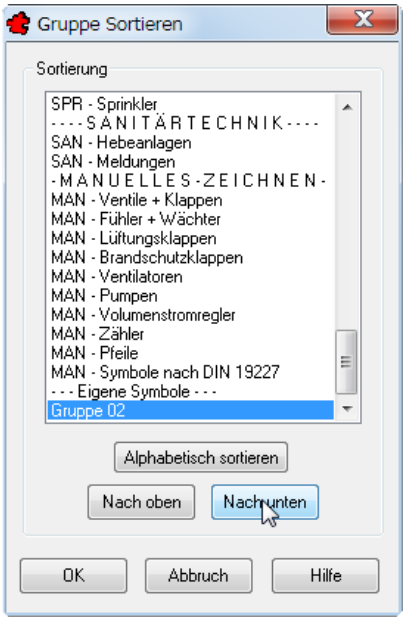

Bild 27.44 – Sortieren der Gruppen innerhalb der Bibliothek
- Das Dialogfeld *Gruppe sortieren* erscheint (Abb. 27.44).